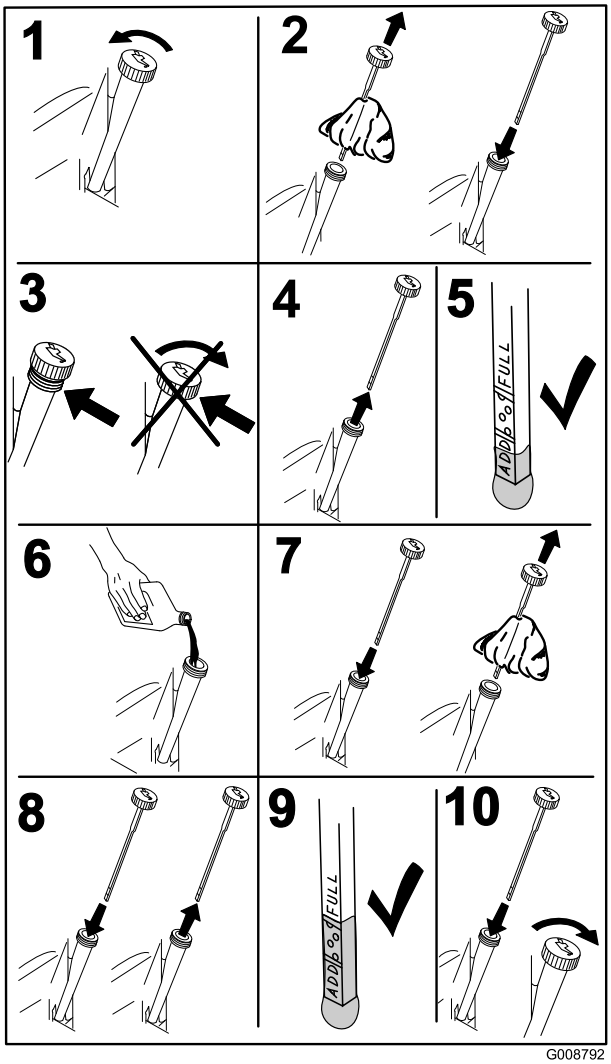

**Figur 38**
4. Før du forlater førersetet, må du stanse motoren, ta ut nøkkelen og vente til alle bevegelige deler står stille (Figur 38).